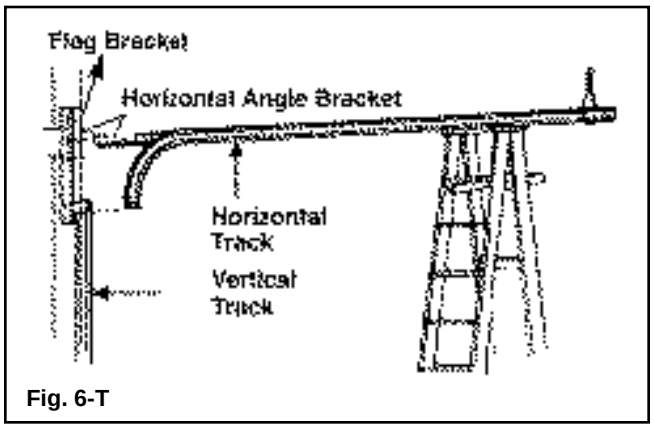

Fig. 6-T
**Step 5:** Temporarily support the rear end of the track with a rope from the trusses overhead in the garage or on a tall ladder. (FIG. 6-T)